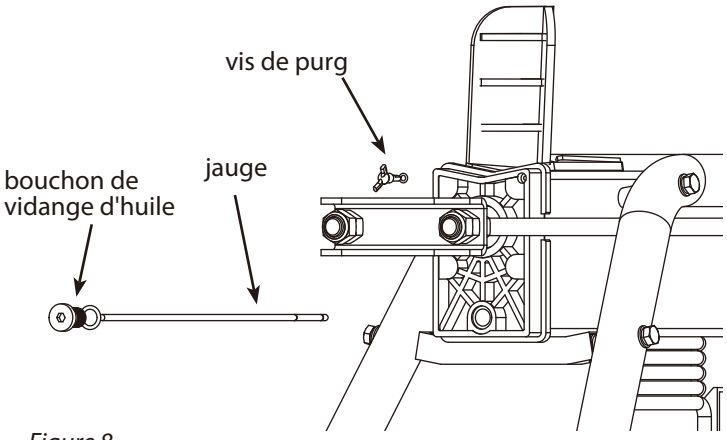

Figure 8
2. Retirez la vis de vidange d'huile et la jauge. S'assurer que la vis de purge est bien fermée. **(VOIR FIGURE 8)**